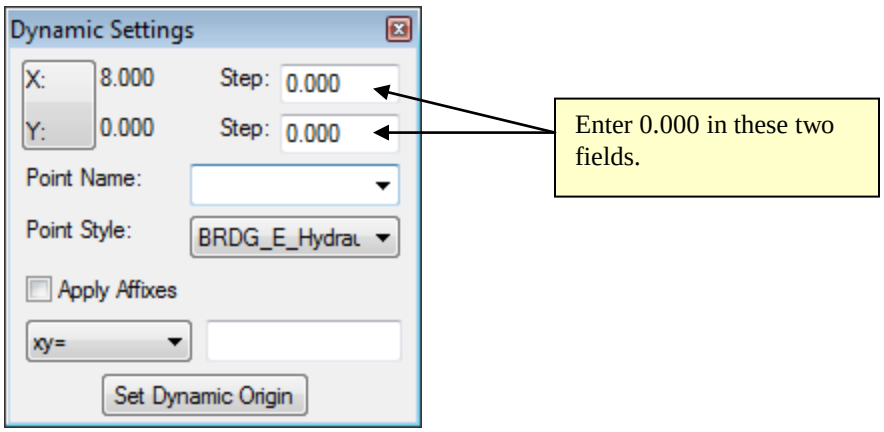

Figure L7-17 Dynamic Settings
27.	**The Step: Values Control the X and Y Cursor Movement Increments on the Grid. A Value of 1, 1 Moves the Cursor in Increments of 1' Horizontally and 1' Vertically.** • In the **Create Template** Window, select **Add ►Simple**. • Move your cursor and the Simple Component around the grid. Notice how it moves smoothly and doesn't 'snap' to any location on the grid. • Right mouse click and select **Cancel**. • Enter **X** and **Y Step:** values of ***1.000*** and ***1.000***. • In the **Create Template** Window, select **Add ► Simple**. • Move your cursor and the Simple Component around the grid. Notice how the cursor locks onto grid points located in increments of **1'** Horizontally and **1'** Vertically as measured from the **Dynamic Origin**. • Right mouse click and select **Cancel**. • Return the **X** and **Y Step:** values to ***0.000*** and ***0.000*** as shown in *Figure L7-17*. **Step:** values will not be required for this exercise. This has simply been a further demonstration of the **Step:** functionality. • Left click on the **X: Y:** button, . Notice this toggles to **X: Slope:**, . The grid can be incremented using either method. • Left click on the **X: Slope:** button to toggle back to an **X: Y:** entry.